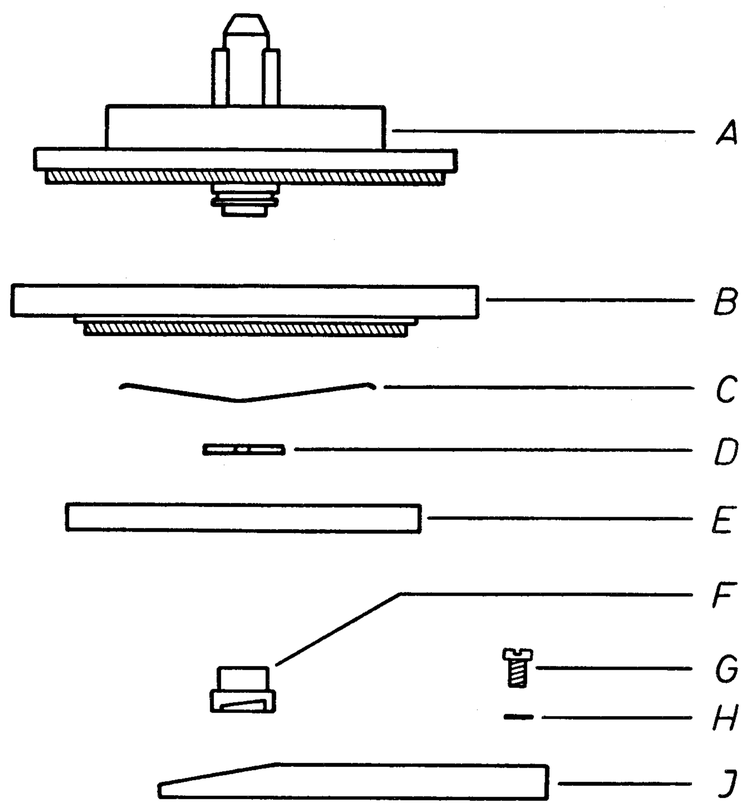

Fig. 3
2. Clutches (see Fig. 3)
The design of the left-hand and right-hand clutches is demonstrated in Fig. 3.